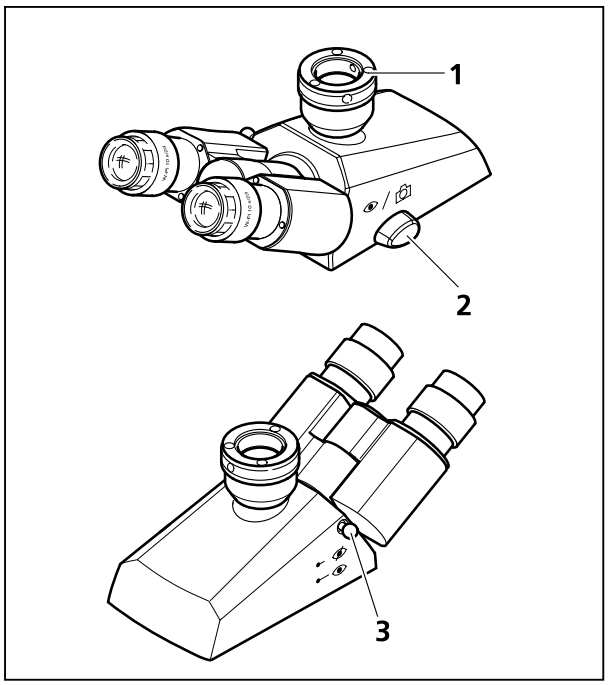

Bild 4-34 Binokularer Fototubus
Am Fotoausgang (Bild 4-34/**1**) des binokularen Fototubus können über entsprechende Adapter Spiegelreflexkameras, Mikroskopkameras und Videokameras angesetzt werden. Über einen Schaltknauf kann das Licht entweder zu den Okularen oder zur angebauten Kamera gelenkt werden.
- Schaltknauf (Bild 4-34/**2**) nach vorn (Augensymbol):
- Schaltknauf (Bild 4-34/**2**) nach hinten (Kamerasymbol):
- Schubstange (Bild 4-34/**3**) hineingeschoben: Okularshutter geschlossen.
- Schubstange (Bild 4-34/**3**) herausgezogen: Okularshutter geöffnet.